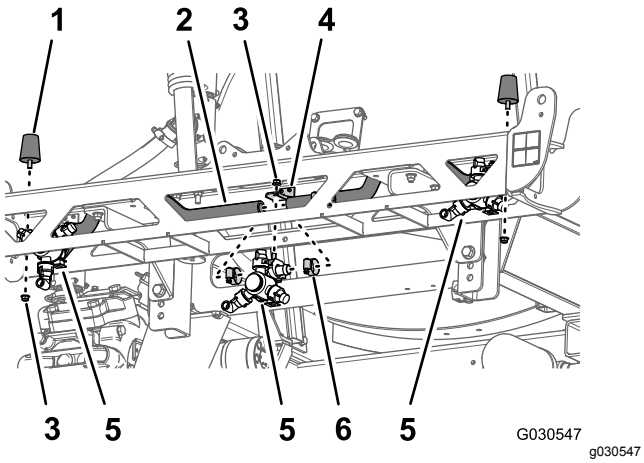

Figur 78
4. Fjern flenslåsemutterne (5/16 tomme) som fester venstre og høyre støtfangere på endene av rammen på den midtre bomseksjonen (Figur 78).
1. Fjern de fire slangeklemmene som fester de tre sprederdysene på slangene (¾ tomme indre diameter) (Figur 78).
2. Fjern flenslåsemutteren (5/16 tomme) som fester de tre sprederdysene til dysefestene på den midtre bomseksjonen, og fjern dysene (Figur 78).